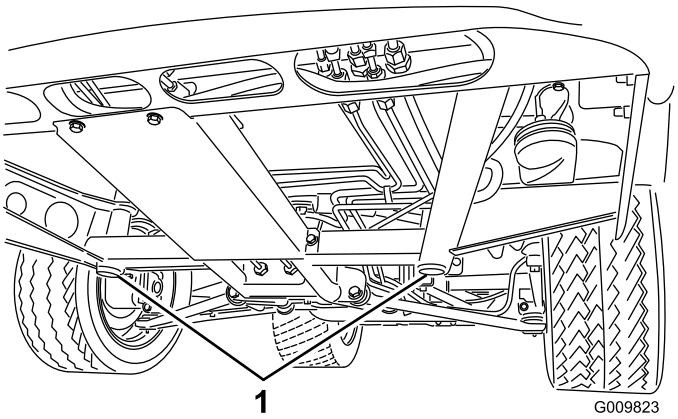
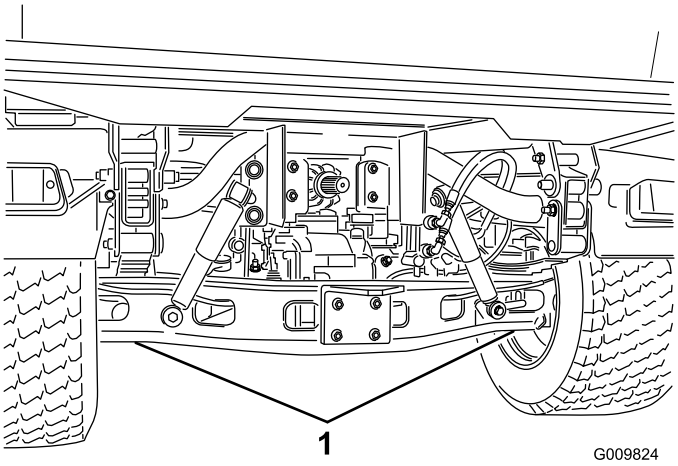

Figuur 36
Figuur 37
- Het kriksteunpunt aan de voorkant van de machine bevindt zich onder het middelste steunpunt van het voorframe (Figuur 36) en aan de achterkant onder de achteras (Figuur 37).